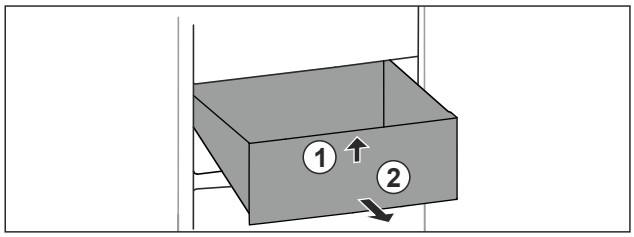

*Fig. 115*
- ▶ Nadzvedněte zásuvku vpředu. *Fig. 115 (1)*
- ▶ Vyjměte zásuvku dopředu. *Fig. 115 (2)*